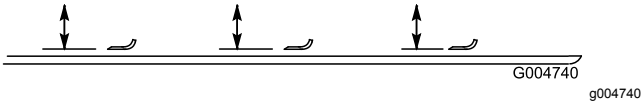

Figuur 116
2. Draai het mes tot de punten naar voren en achteren wijzen, en meet de afstand vanaf de binnenkant van het maaidek tot de voorste snijrand van het mes (Figuur 116).